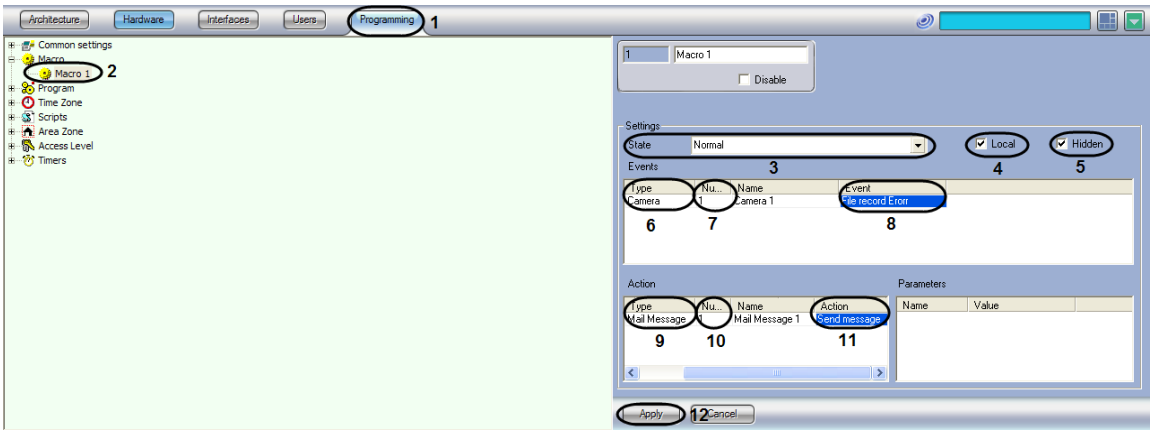

Figure 8.10-8. Creating and setting up the macro for sending the e-mail message
1. Go to the Programming tab of the System Settings window (Figure 8.10-8).